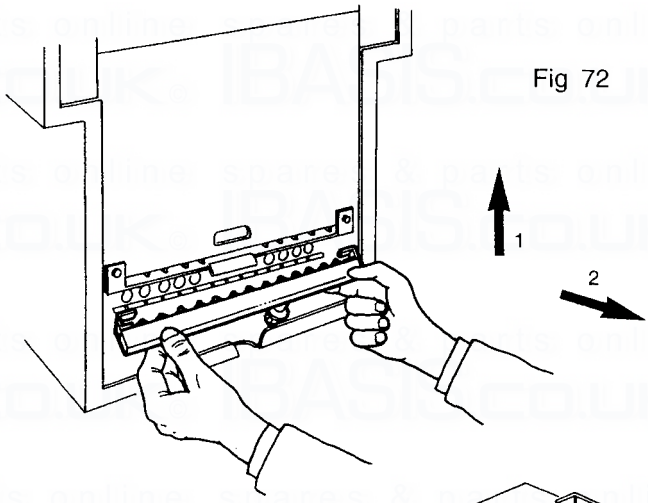

Fig 72
7.14.4 Pull the manifold up and out from the combustion chamber (Fig. 72).